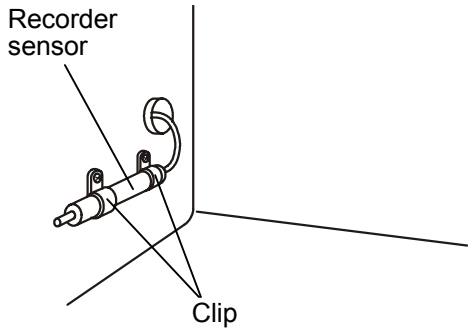

Fig. 6
5. Fix the recorder sensor to the attachment hole on the left side of the freezer by using the middle size clips enclosed with the recorder fixture (MPR-S30) [Fig. 6].